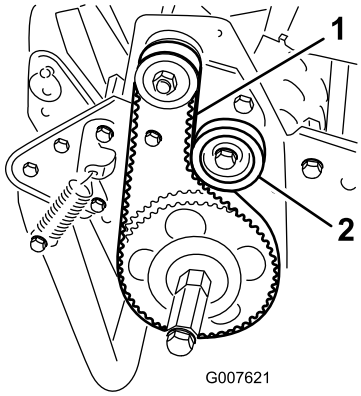

**Figuur 38**
2. Controleer de spanning door de riem midden tussen de poelies (Figuur 38) in te drukken met een kracht van ongeveer 18-22 N De riem moet een speling van 6 mm hebben.
A. Maak de montagemoer van de spanpoelie los en draai de spanpoelie rechtsom tegen de achterzijde van de riem totdat de riem de vereiste spanning heeft (Figuur 38).